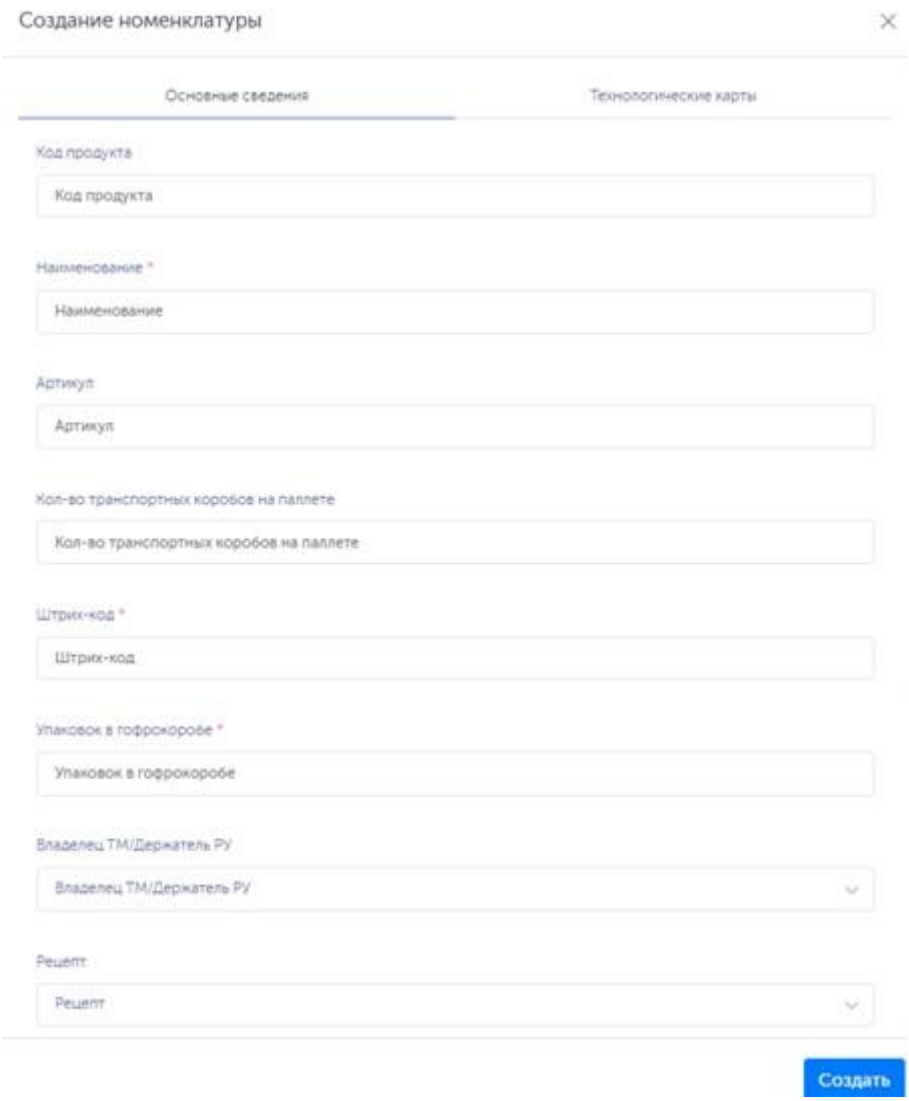

Рисунок 2-119
2) в открывшейся форме «Создание номенклатуры» появляется две вкладки «Основные сведения» и «Технологические карты» (Рисунок 2-119) необходимо заполнить соответствующие поля;